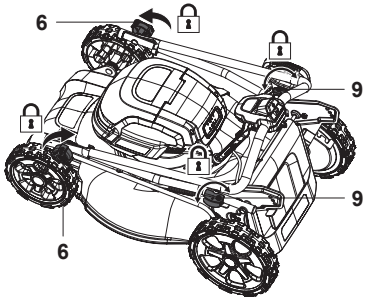

Fig. 26
8. Para ahorrar espacio, también puede plegar el manillar superior. Fije bien las conexiones (6, 9) y asegúrese de que el pasador autotensor (9a) atraviese el orificio de estacionamiento (10b) del soporte del manillar (10) para evitar que el producto se abra al almacenarlo en vertical (Fig. 26).